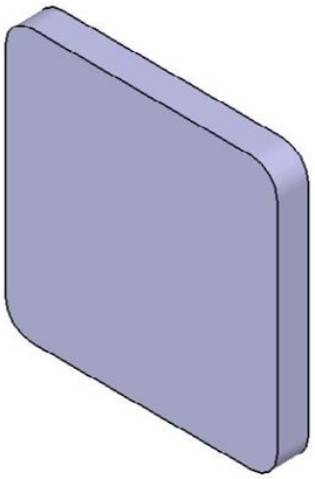

Figure 7-53 *Model after creating the base feature*
b. Create the base feature of the model by extruding the sketch drawn on the yz plane, refer to Figure 7-53.
4. Exit the **Sketcher** workbench and extrude the sketch to a depth of 12 mm. The model after creating the base feature is shown in Figure 7-53.